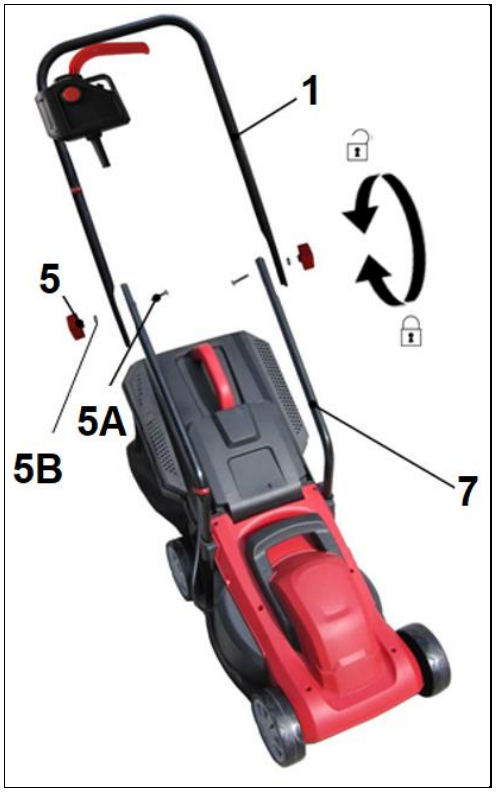

Rys. 5
3. Połącz górny uchwyt (Rys. 5, poz. 1) śrubami (Rys. 5, poz. 5A), podkładkami (Rys. 5, poz. 5B) i nakrętkami motylkowymi (Rys. 5, poz. 5) z obu stron do uchwytu dolnego (Rys. 5, poz. 7) jak na Rys. 5.